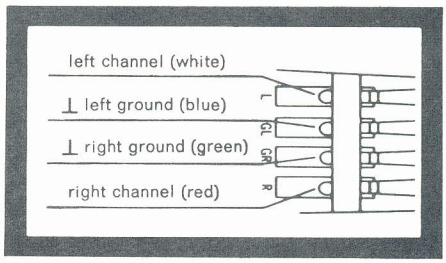

Fig. 15
4. The cartridge pins are marked, and the connecting leads are color-coded (Fig. 15). Connect the leads to the corresponding pins on the cartridge.